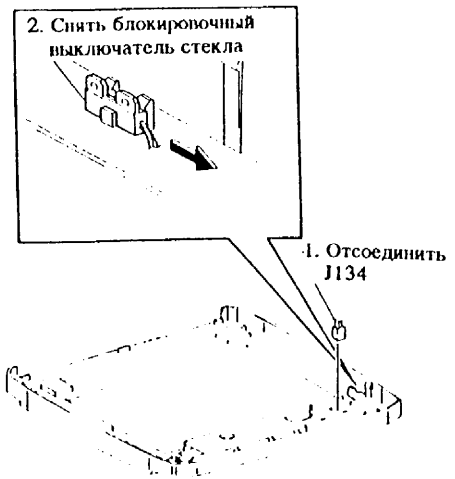

Рис. 4. Снятие блокировочного выключателя стекла оригинала
6. (Рис. 4): Снять блокировочный выключатель стекла оригинала.